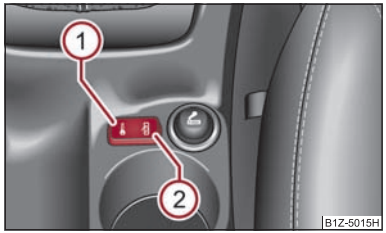

Fig. 25 Console centrale: Touches du verrouillage centralisé
– Appuyez sur la touche (1) ⇒ fig. 25. Le symbole 🔒 s'allume dans la touche.
– Appuyez sur la touche (2) ⇒ fig. 25. Le symbole 🔒 s'éteint dans la touche.